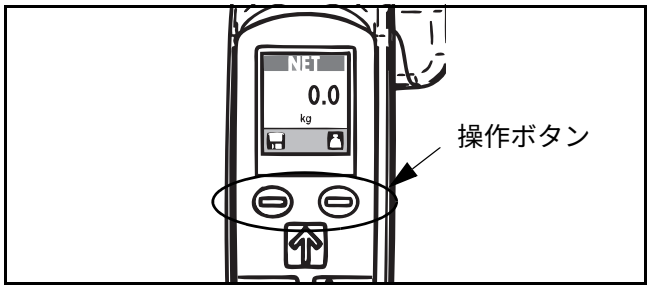

図 69
1) 起動時に、本体重計の両方の操作ボタンを同時に押します （図 69 を参照）。